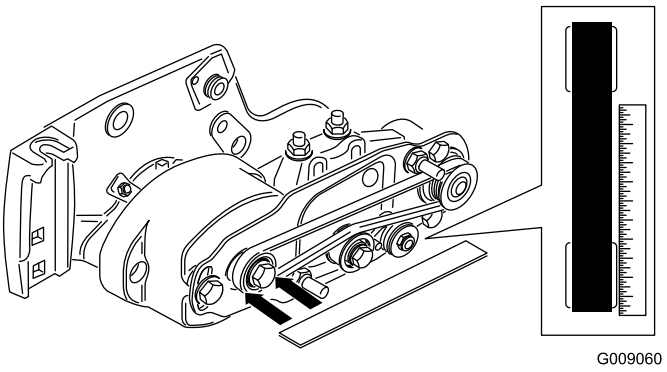

Bild 17
- Legen Sie ein Lineal entlang der Außenseite der **Antriebsscheibe** (Bild 17). Legen Sie das Lineal **nicht** über den Antrieb und die Antriebsscheiben.